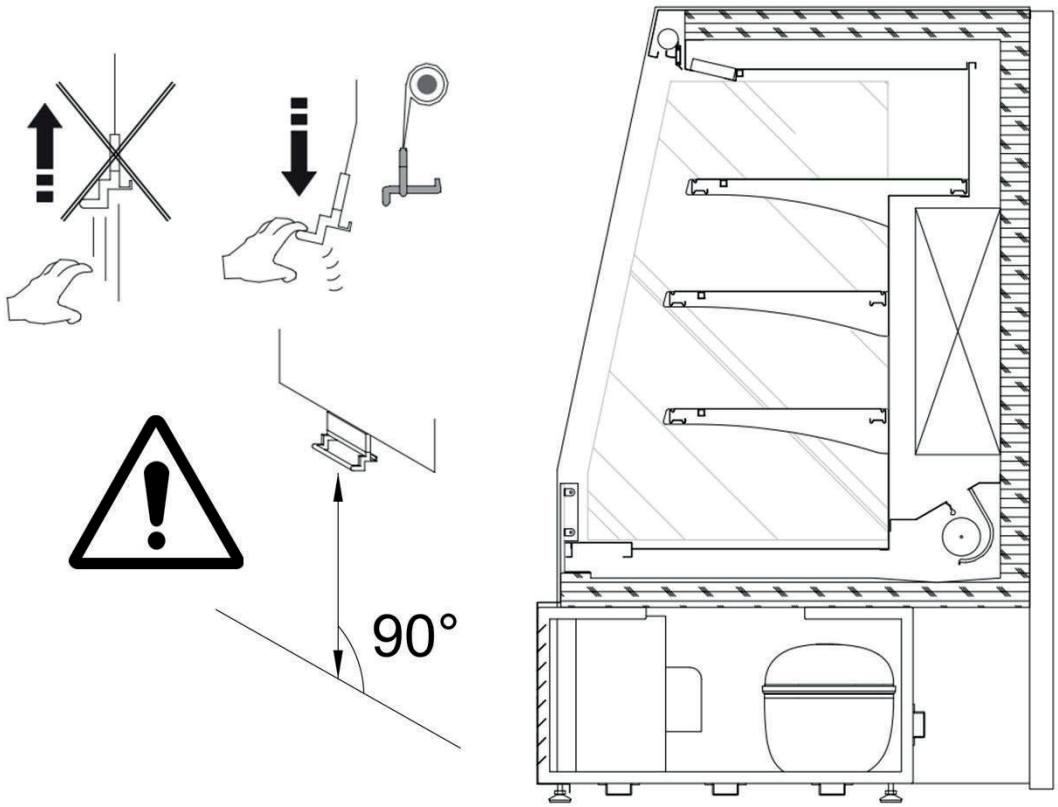

fig. 15
- Ouvrir/fermer le rideau comme indiqué sur la fig. 15.